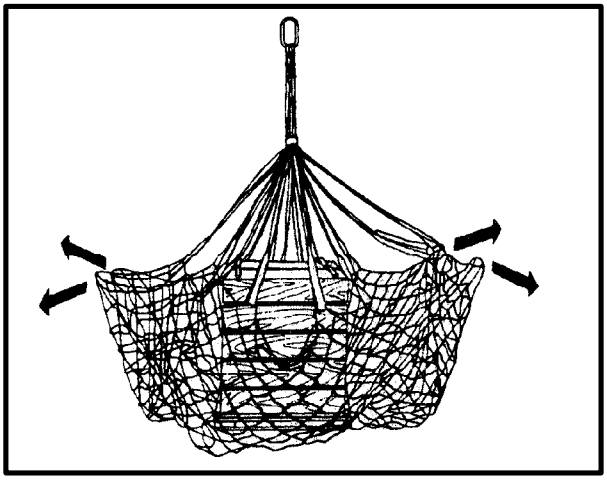

*Figure 7-10. Net Pulled Outward from the Load*
**(7)** Lift the sides of the net up while taping the legs so that the net does not get caught on the pallet or load protrusions (Figure 7-10).